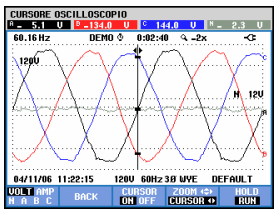

Figura 19-2. Schermata Forma d'onda, cursore attivato
- Premere F3 per attivare la funzione Cursore. Utilizzare i tasti freccia sinistra/destra per spostare il cursore orizzontalmente lungo le forme d'onda. I valori della forma d'onda relativi alla posizione del cursore vengono visualizzati nell'intestazione della schermata, come mostrato nella Figura 19.2.